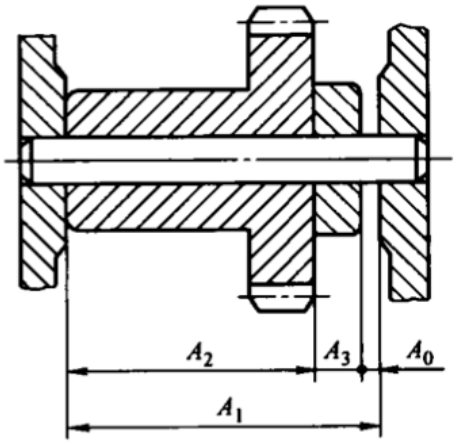

图 5-57　习题 5-22 图
10、图 5-57 所示减速器上某轴结构的尺寸分别为：$A_1=40$，$A_2=36$，$A_3=4$；要求装配后齿轮端部间隙 A_0 保持在 0.10～0.25 范围内，如选用完全互换法装配，试确定 A_1、A_2、A3 的公差等级和极限偏差。